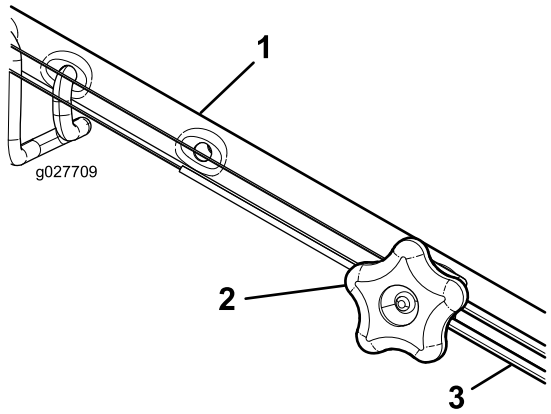

**Figur 39**
1. Vrid justeringsvredet moturs för att lossa kabeljusteringen (Figur 39).
2. Justera kabelspänningen (Figur 39) genom att dra den tillbaka eller trycka den framåt och sedan hålla den i det läget.